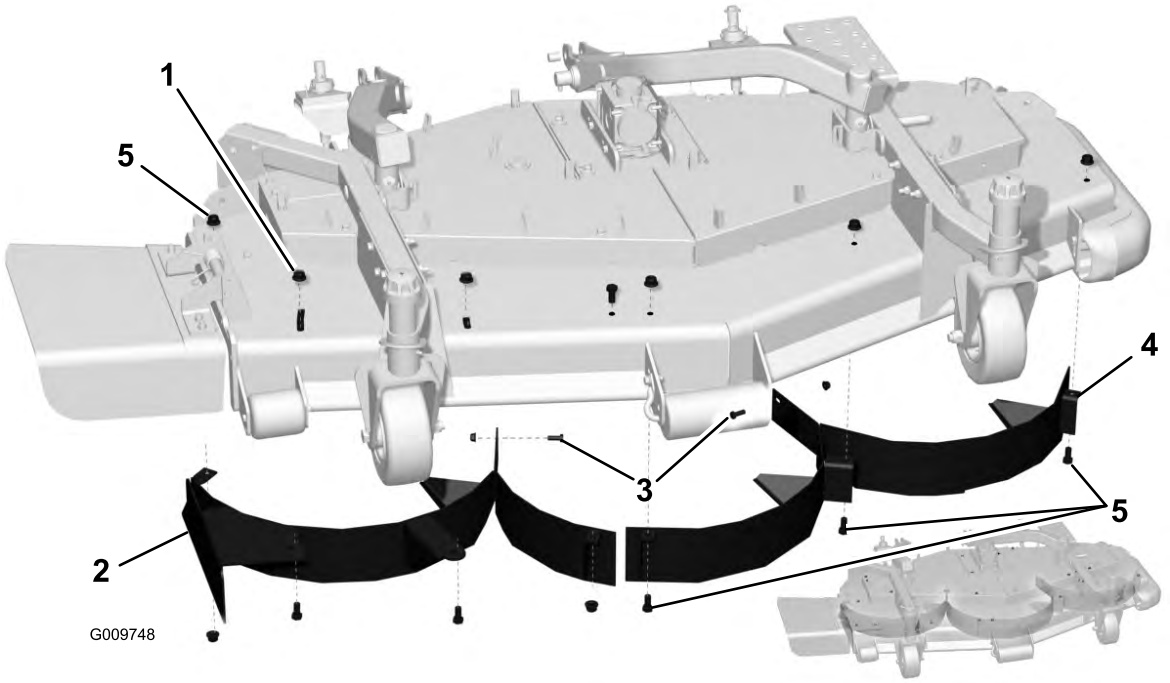

Figur 2
- På 183-cm-klippare: Fäst den högra skärmen på överdelen på klipparen med två nya bultar (1/2 x 1 tum) och två nya muttrar (1/2 tum) (Figur 2).
- På 152-cm-klippare: Fäst den högra skärmen på överdelen på klipparen med en ny bult (1/2 x 1 tum) och en ny mutter (1/2 tum) (Figur 2).
- Fäst skärmens bakre del på klipparens bakre del med en ny bult (3/8 x 1 tum) och en ny mutter (3/8 tum) (Figur 2).
3. Endast på 152-cm-klippare: Fäst den vänstra skärmen på den högra skärmen med en ny vagnsbult (3/8 x 1 tum) och en ny flänsmutter (3/8 tum) (Figur 2).